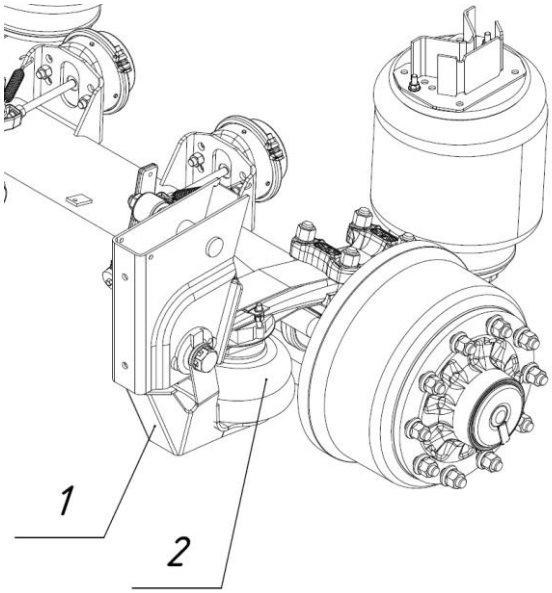

Рис. 1.4 - Механизм подъёма оси
Полуприцепы с пневматической подвеской могут оснащаться функцией подъёма осей с помощью двустороннего механизма подъёма (рис. 1.4), состоящего из кронштейна (1), пневмоподушки (2) и крепёжных элементов.